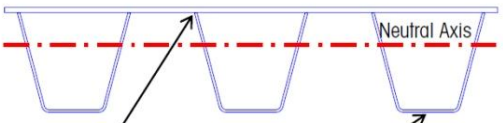

Figure 9: Scale Cross Section
1. The closed-rib design resists metal fatigue because there are no welds in the areas of the bridge that experience the greatest stress. The welds are located as close as possible to the neutral axis. What is the neutral axis? When a vehicle is driven onto a scale module, the module bends. Its top surface is pushed together (placed in compression), and its bottom surface is pulled apart (placed in tension). As you move downward from the top surface, the amount of compression decreases. As you move upward from the bottom surface, the amount of tension decreases. At some point near the center of the structure, the stress point is Zero (it is in neither compression nor tension). This point is called the neutral axis. The actual position of the neutral axis will vary, depending on the geometry of the module. In the closed-rib design, the neutral axis is closer to the top surface of the deck (Figures 9 and 10). The greatest stress is at the surface that is farthest from the neutral axis, in this case the bottom of the rib. The welds are located in the lower stress region where the ribs meet the underside of the deck plate, near the neutral axis and far from the bottom of the rib.